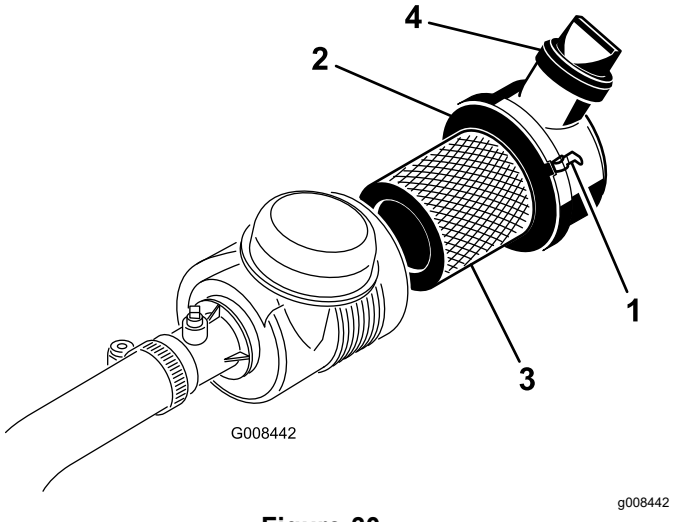

Figure 30
1. Desserrez les fixations qui maintiennent le couvercle sur le boîtier du filtre à air (Figure 30).
7. Vérifiez que les attaches fixent bien le couvercle au boîtier (Figure 30).